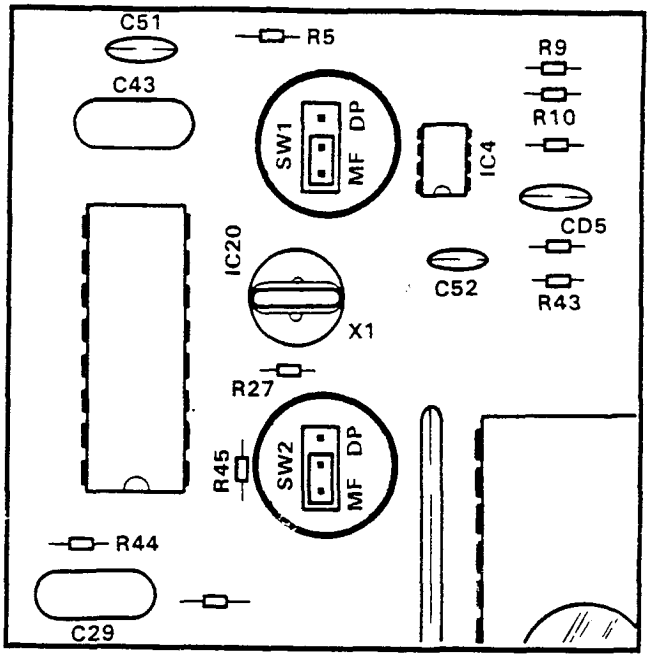

FIGURE 30—HOXB CONNECTION STRAPS
09.33 Option Switches: Remove the cover of the HOXB and locate the two operational mode straps on the HOXU PCB (mounted to the HOXB base). As shown in Figure 30, the straps are located in the center of the PCB (**SW1** controls the operation of OPX telephone #1; **SW2** controls OPX telephone #2). Set each switch to **DP** for dial pulse or **MF** for DTMF tone output, as required. After setting the straps, reinstall the cover and secure it to the base. The MF position does not allow Toll Restriction for the OPX station.